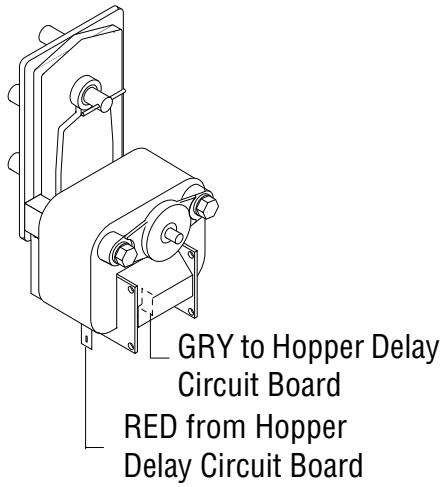

FIG. 3 AUGER MOTOR TERMINALS
If continuity is present as described, refer to Fig.3 and reconnect the wires to the terminals on the bottom of the auger motor, the auger motor is operating properly.
2. Remove the four #8-32 screws securing the hopper support plate (13), remove plate and set aside for reassembly.
3. Remove the four #8-32 screws, located inside the dispener housing on the lower right front of the auger motor mounting panel (22), securing auger motor mounting bracket (19) and auger motor (20) to the rear of the auger motor mounting panel (22).
4. Disconnect the wires from the auger motor (20).
5. Remove auger motor mounting bracket (19), auger motor (20) and dust seal (21) as an assembly.
6. Remove dust seal (21) from auger motor (20).
7. Remove the four #8-32 screws securing the auger motor (20) to the auger motor mounting bracket (19).
8. Remove auger motor (20) and discard.
9. Using four #8-32 screws install new auger motor (20) on mounting bracket (19).
10. Install dust seal (21) on auger motor shaft and align notch in seal with motor casting.
12. Refer to Fig. 3 when reconnecting wires.
13. Using four #8-32 locking screws install auger motor, dust seal and mounting bracket to the rear of the auger motor mounting panel (22).
14. Install hopper assy (18).